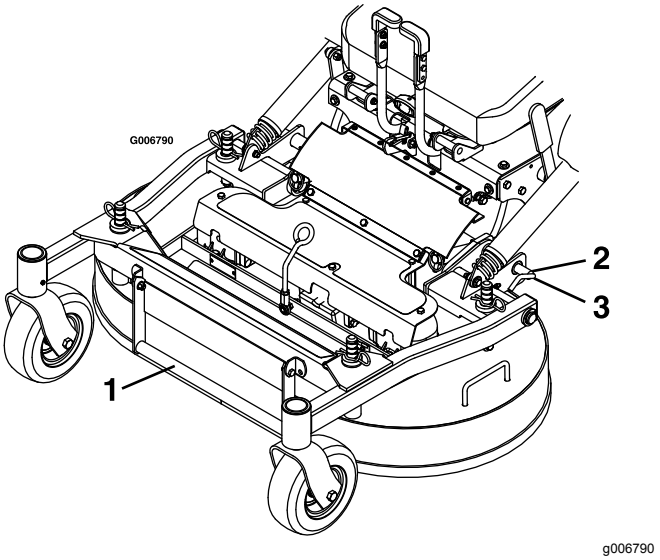

Figuur 10
6. Maak de borgpennen van het maaidek los aan beide kanten (Figuur 10).
4. Duw de borgpennen van het maaidek naar binnen en draai ze naar voren om het maaidek goed vast te zetten in de onderste stand (Figuur 10).